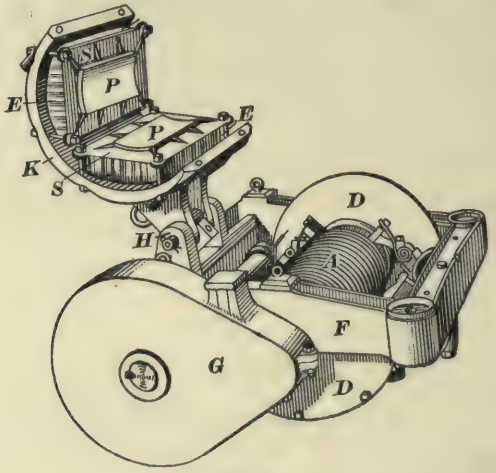
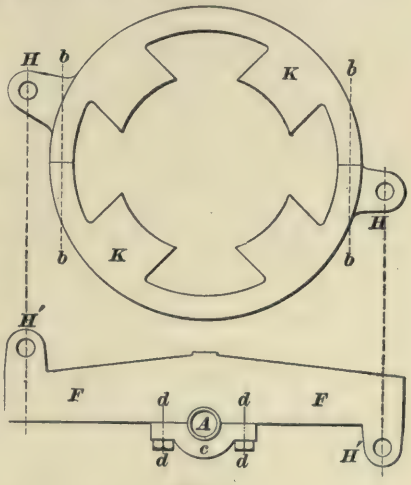

FIG. 1.
FIG. 2.
Fig. 1 shows the No. 3 motor as it appears with the upper half thrown back. In this figure, $P, P$ are the pole pieces cast as a part of the top field shell $K$; the two lower pole pieces are cast as part of the lower shell, not shown. $F$ is the frame or yoke to which the top and bottom field shells are hinged, as shown in Fig. 2. $A$ is the armature; $E, E$, the two top field coils; and $S, S$, the two brass shields that slip over the pole pieces, and by means of bolts in each of their four corners hold the field coils in place against the motor shells. $D, D$ are dust guards made of sheet iron. They are secured to the sides of the motor shells by means
**2.** Fig. 2 is not drawn to scale, nor is it an actual reproduction of the parts to be considered, but it will serve to give a fair idea as to how the top and bottom motor shells are hinged to the frame *F F*, and how this frame supports the armature. The frame *F F* has two sets of lugs *H'*, *H'*
cast on either side; the lugs *H*, *H* on the top and bottom motor shells pass between the frame lugs, and a pin passing through the three lugs forms a hinge upon which the shells work when they are raised or lowered; dotted lines *b b*, *b b* show where long motor bolts pass through the two shells to hold them snugly together. There are four of these bolts. On the lower side of frame *F F*, the armature *A* is hung by means of cap *c* secured with bolts *d d*, *d d*. From Figs. 2 and 3 it can be seen that the armature and two shells are hung entirely independently of each other, and that the top shell can be raised or the bottom shell lowered without in any way disturbing the armature. To raise the top shell, in order to get at a field coil, bolts *b b*, *b b*, Fig. 2, are taken out and the shell can ordinarily be thrown back by hand; but sometimes this cannot be done, because the hinge pins are, in the first place, made such a snug fit in the hinge lugs *H*, *H'*, *H*, *H'*, that if allowed to remain undisturbed for a long time, they rust together so as to resist turning. In such cases, it is customary to pour kerosene on the hinge and hammer the pin back and forth with a sledge. If the hinge refuses to yield, the only thing to do is to take the motor off the truck and drill the pin out, as any determined effort to move the pin with a sledge is apt to result in breaking off some of the lugs. This method of raising a shell may strike the student as involving a great deal of work, and so it does; but if a motor runs so long without trouble that some of its parts rust together, it ought to be a very good motor, and the owner should be well satisfied.